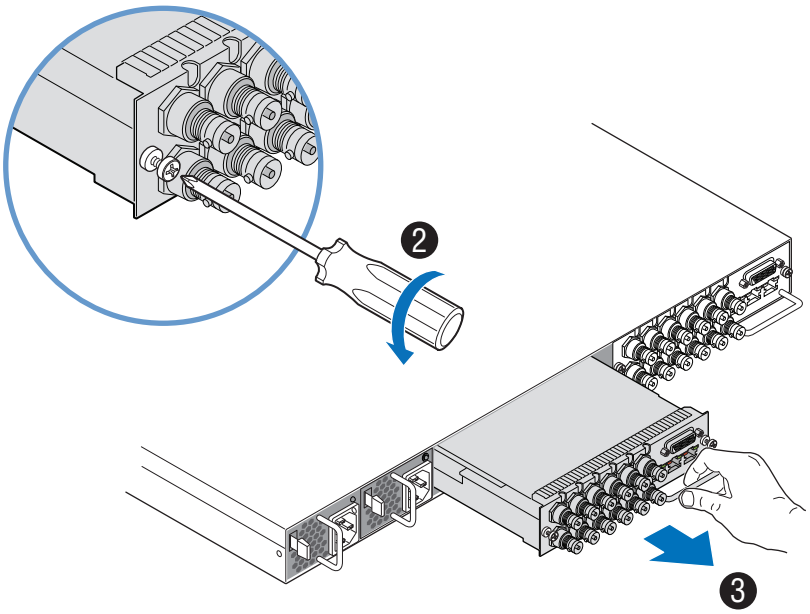

Figure 1–8: Removing the Module
3. Using the handle, gently pull the module from the chassis, as shown in *Figure 1–8*.